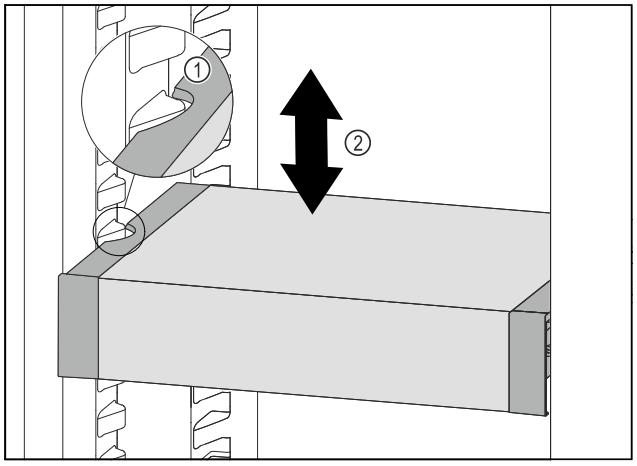

Fig. 182
▶ Trageți în față VarioSafe, până când degajările laterale ale VarioSafe se află la înălțimea nervurii recipientului din frigider. *Fig. 182 (1)*
▶ Mișcați în sus sau în jos VarioSafe în frigider, până când este atinsă înălțimea dorită. *Fig. 182 (2)*